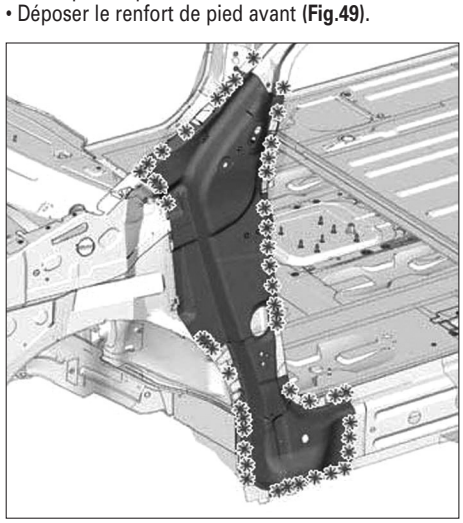

FIG. 49
• Déposer le renfort de pied avant **(Fig.49)**.